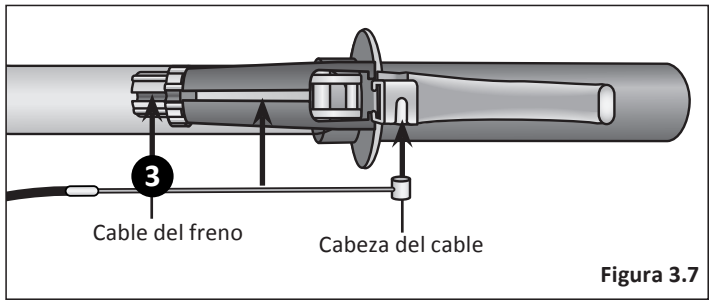

Figura 3.7
3. Deslice el cable del freno a través de las ranuras y coloque la cabeza del cable en la maneta de freno. **Figura 3.7**